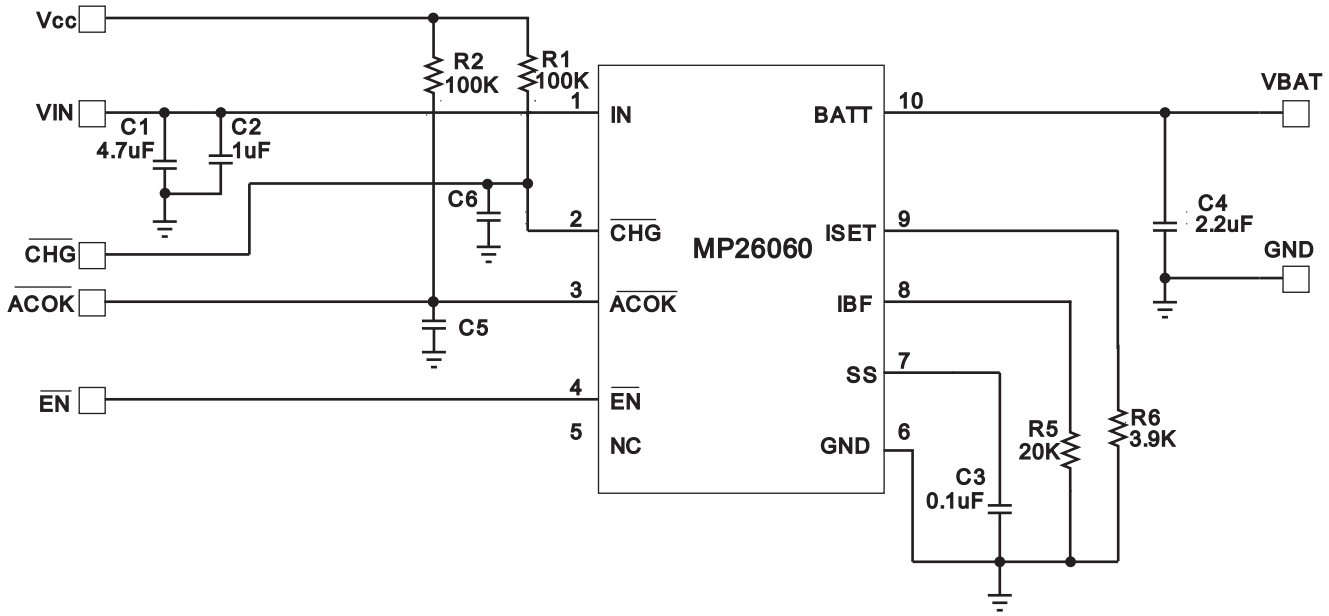

Figure 5—Filtered Charge Status & Input Power Good Interface
When interfacing with the system, glitches may occur on the power supply input (IN) when the AC-power adapter is plugged in and out. It is desirable to blank the glitches so that the system can properly operate with AC power adaptor. A simple Solution is to add the RC filter (C5 and C6)on the pin $\overline{ACOK}$ / $\overline{CHG}$ as shown in Figure 5. The size of C5 and C6 depends on the width of the glitch and the rise time of the interface.
Power-On Reset (POR) feature can be applied to the MP26060 to ensure that the device starts operating in a known state. The flow chart in Figure 5 describes the conditions and operation modes of the MP26060. CVC and CCC stand for “constant voltage charge” and “constant current charge”, respectively.